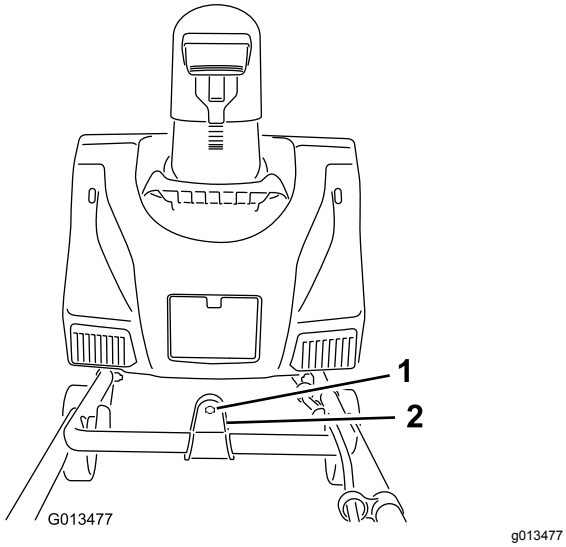

Рисунок 4
2. Вставьте конец штока управления желобом в профилированное отверстие кронштейна, установленного в верхней части нижней рукоятки (Рисунок 4).